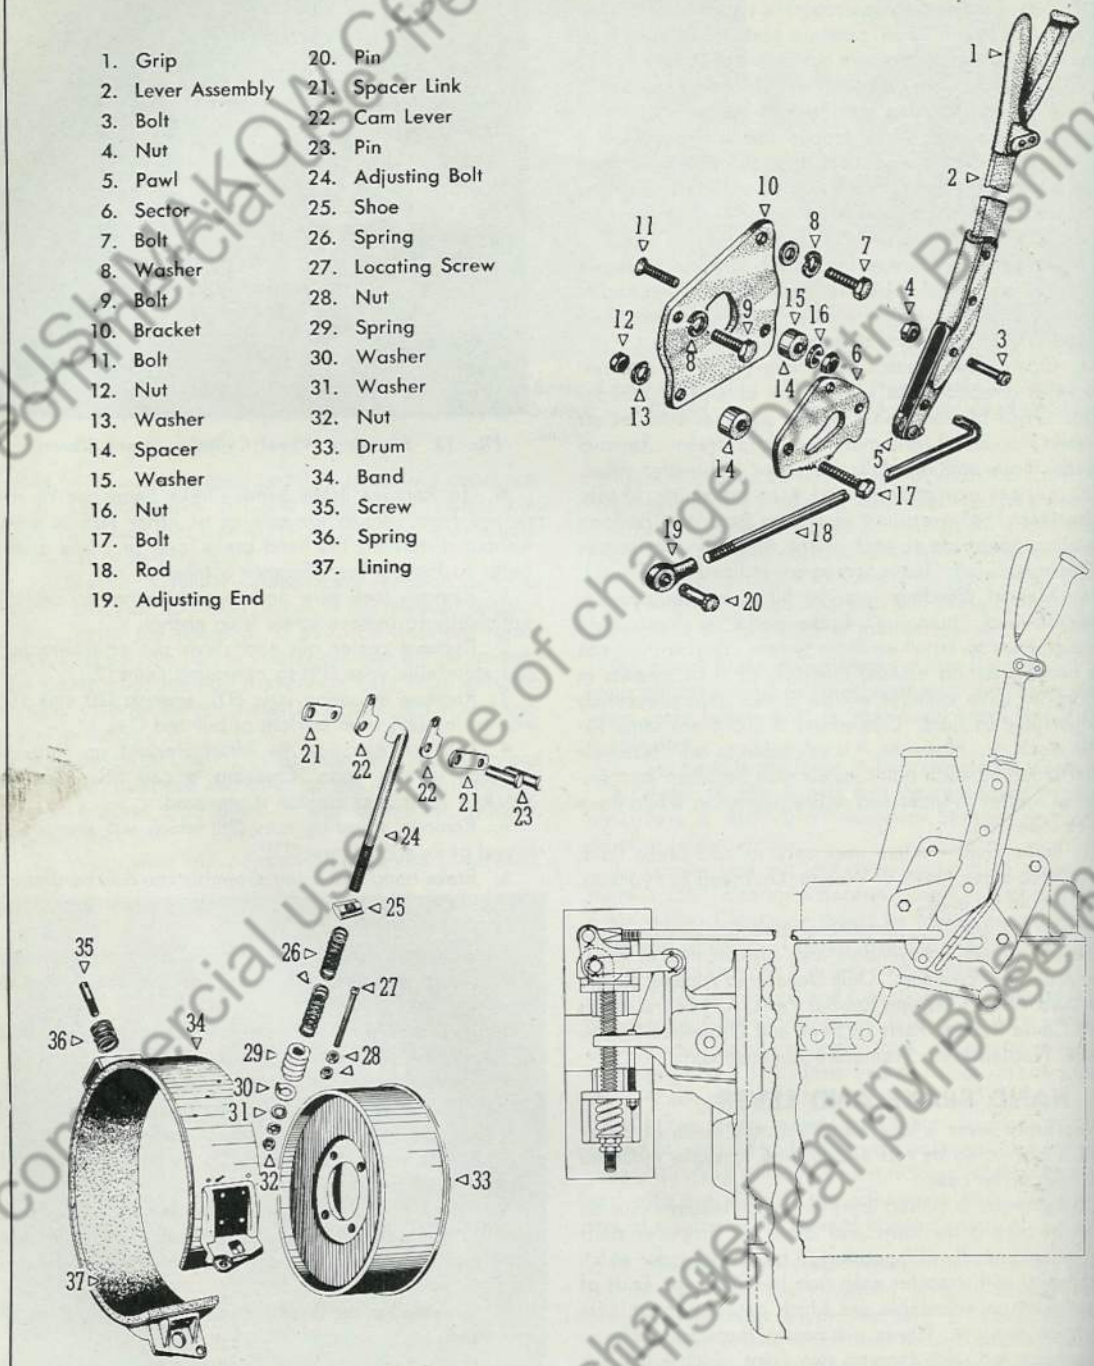

Fig. 13 Hand Brake Band and Lever Installation, also Disassembled Views
A. To Remove Brake Band—Brake band can be removed from vehicle for relining or other service work without disturbing the hand brake lever or brake drum. Refer to Fig. 13 for reference numbers.
1. Remove lock wire and loosen anchor screw (35) sufficiently to remove screw from anchor.
2. Remove cotter pin and clevis pin attaching pull rod adjustable yoke (19) to operating cams (22).
3. Remove adjusting nuts (32), washers (30 and 31), and spring (29) from bottom of pull rod (24).
5. Remove adjusting nuts (28) which will permit removal of locating screw (27).
6. Brake band and lining assembly can now be slipped off brake support. In doing so, anchor screw spring (36) can be removed from anchor.
B. To Install Brake Band—Refer to Fig. 13 and install as follows:
1. Place anchor spring (36) in depression of support and compress spring as band anchor bracket is placed over support.
F. To Remove Hand Brake Lever—Ordinarily it should not be necessary to remove lever except when removing transmission or replacing pawl and sector. To remove however, refer to Fig. 13 and proceed as follows:
1. Remove cotter pin attaching pull rod (18) to lever so that rod can be moved toward rear.
2. Remove nuts and lockwashers from bolts attaching sector (6) to support bracket (10). Lever and sector assembly can now be completely removed. During removal see that two spacers (14) between sector (6) and support bracket (10) are not mislaid or lost.
G. To Install Hand Brake lever—Refer to Fig. 13 and proceed as follows:
1. Place sector (6) between forks at lower end of lever and insert bolt through lever and sector. Replace nut on bolt, tighten and lock with cotter pin.
2. Attach pull rod (18) to lever (2) before attaching lever to transmission. Rod is secured to lever by cotter pin.
3. Attach sector and lever assembly to transmission by using bolts in bracket. Be sure that spacers (14) are placed over bolts between bracket and sector. Install lockwashers and nuts on bolts and tighten securely.